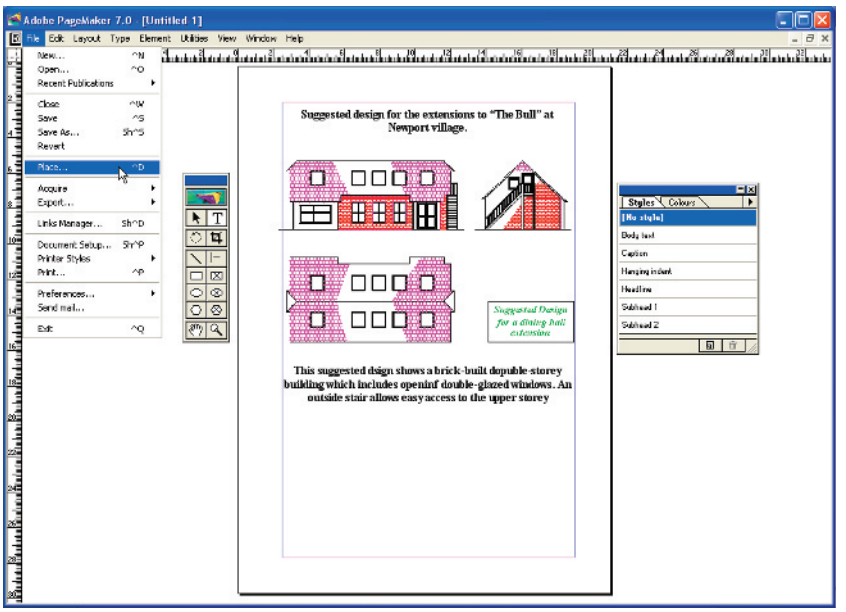

Fig. 10.5 An EPS file placed in position in a PageMaker document
Second example – EPS file (Fig. 10.5)
2. Open a desktop publishing application. That shown in Fig. 10.5 is **PageMaker**.
named will be **building.eps**. *Double-click* that file name and an icon appears, the placing of which determines the position of the ***.eps** file drawing in the PageMaker document (Fig. 10.5).